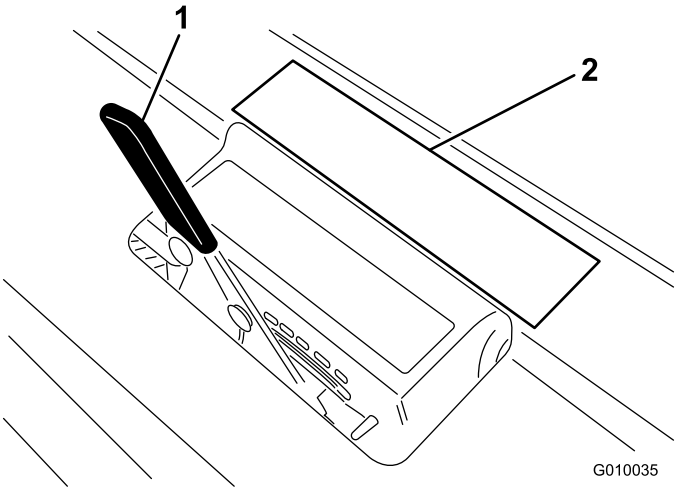

Figure 27
2. Placez le louchet sur l'autocollant de profondeur d'aération (Figure 27), une extrémité en face de la profondeur voulue (voir le modèle de louchet sur l'autocollant).